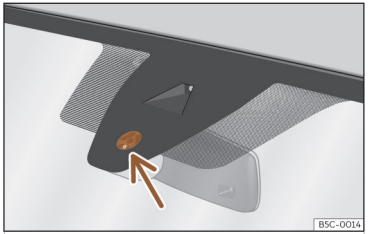

Fig. 105 Superficie sensible del sensor de lluvia.
Las posibles causas de anomalías e interpretaciones erróneas *en la zona de la superficie sensible* ››› **fig. 105** del sensor de lluvia son, entre otras:
- **Suciedad**: el polvo seco, la cera, el recubrimiento de los cristales (efecto loto) o los restos de detergente (túnel de lavado) pueden disminuir la efectividad del sensor de lluvia o hacer que reaccione más tarde, más despacio o que no funcione. Limpie regularmente la superficie sensible del sensor de lluvia ››› **fig. 105** (flecha) y compruebe posibles daños en las escobillas.